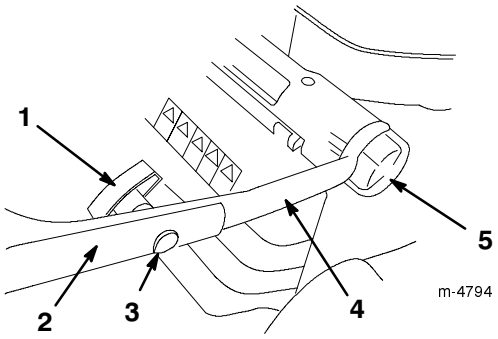

**Figura 2**
**1.** Allentate i pomelli di regolazione dell'altezza della stegola e girate la stegola inferiore verso il retro del tosaerba, finché non si inserisce in una delle posizioni di regolazione dell'altezza della stegola, come illustrato nella Figura 2. La regolazione dell'altezza della stegola è riportata in *Regolazione dell'altezza della stegola*, pagina 9.
**3.** Montate la stegola superiore sulla stegola inferiore, utilizzando i bulloni a testa ovale e i pomelli della stegola, come illustrato nella Figura 2. **Serrate a fondo i pomelli della stegola.**